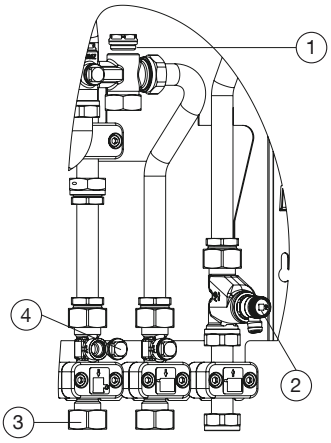

Fig. 2: Démontage des bouchons Regudis W-HTU/TU et Regudis W-HTF
3. Dévisser (clé de 22) le bouchon du distributeur (voir Fig. 2).
4. Dévisser (clé de 12) le bouchon d'obturation du corps (voir Fig. 2).